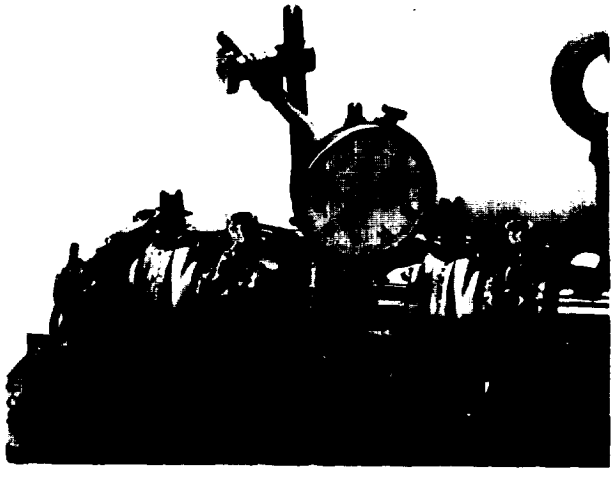

Figure 5-9. Checking Camshaft Lift
e. Check valve (camshaft) lift by installing a dial indicator as shown in figure 5-9.